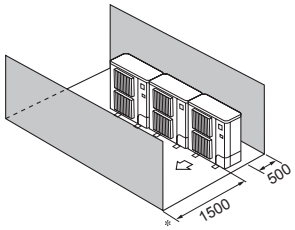

Fig. 3-14
④ Окружающие предметы - только спереди и сзади (Fig. 3-14)